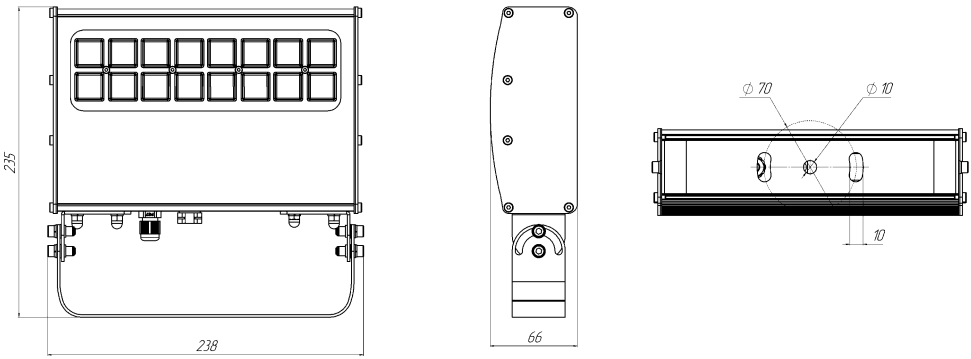

Рис.1. Габаритные размеры
1.4. Общий вид и габаритные размеры показаны на рис.1